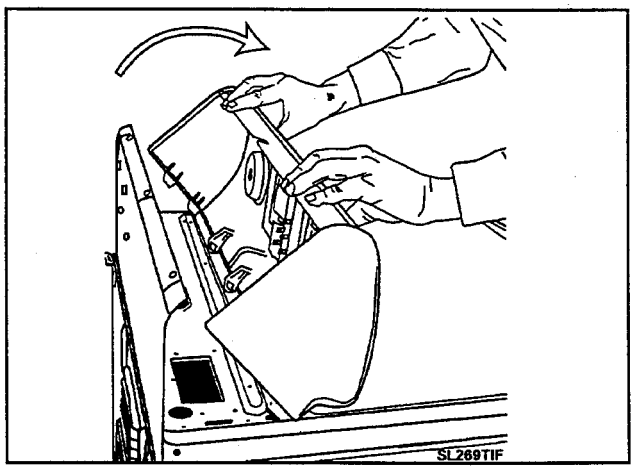

Figure 4-4
6. Carefully lift and roll the console forward onto the top cover. You now have access to the console components and wiring ***(Figure 4-4)***.